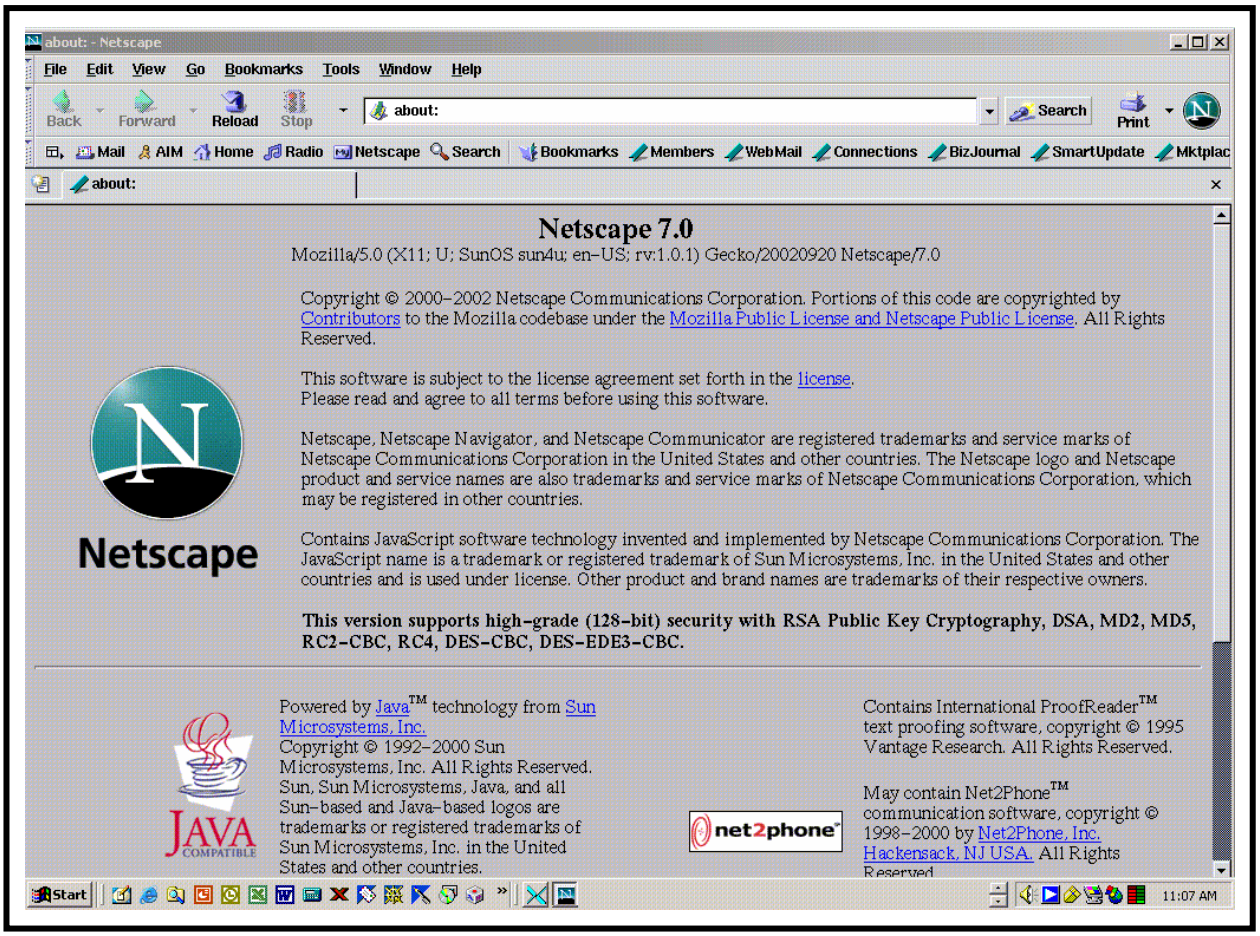

Figure 17. Netscape Web Browser
- The Netscape web browser (Figure 17) is displayed.